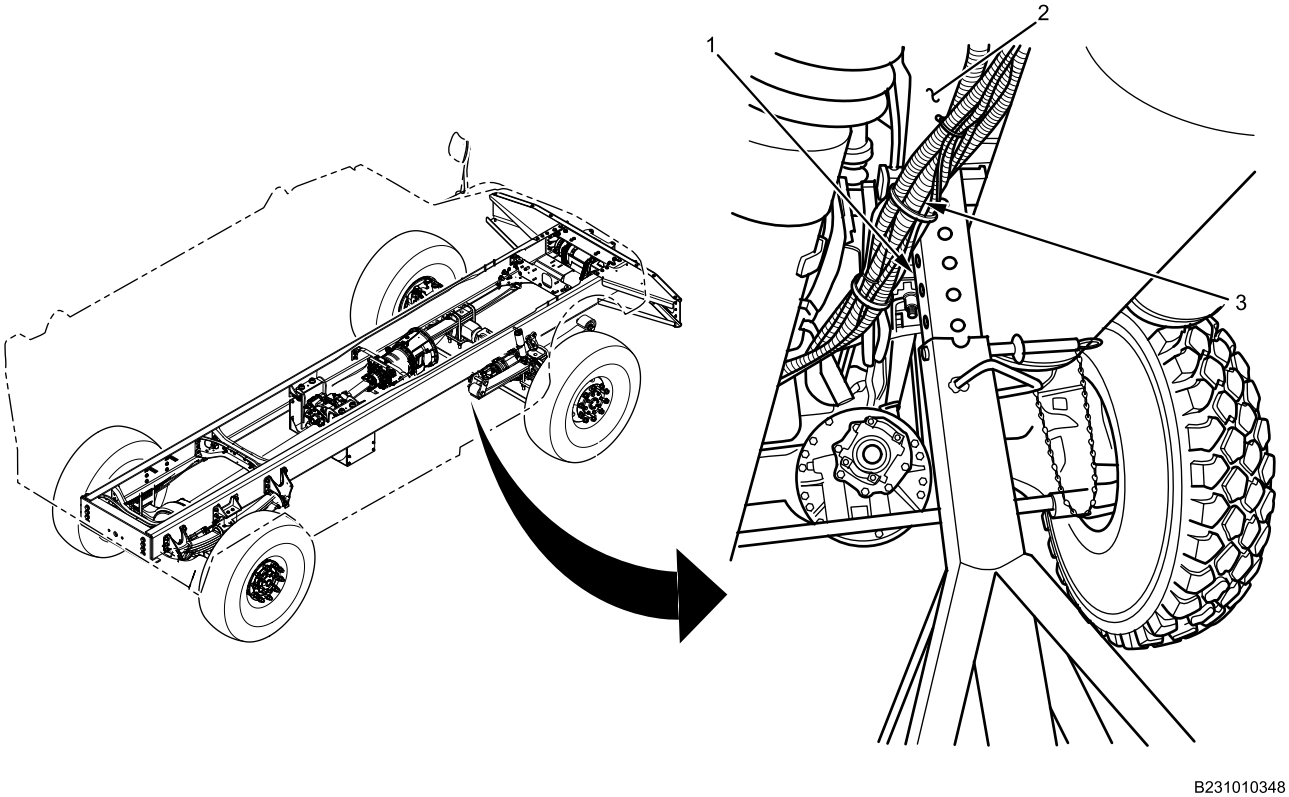

Figure 2. Highboy Jackstand Right Side.
3. Position highboy jackstand (Figure 2, Item 1) under right side frame rail (Figure 2, Item 2), behind front axle springs, with wire harnesses (Figure 2, Item 3) positioned aside.